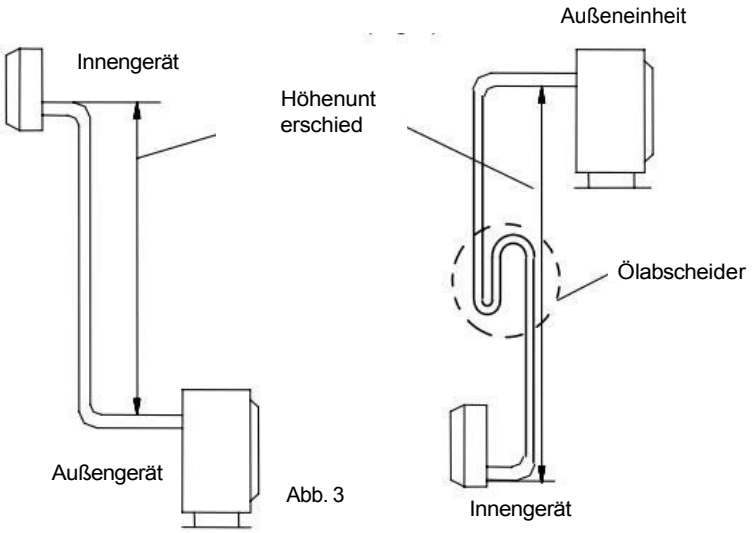

Abb. 3
- Wenn die Außenanlage höher als die Innenanlage installiert ist und die Rohrleitungen länger als 10 m sind, muss alle 8 m ein Ölabscheider an der Gasleitung angebracht werden. (Abb. 3)